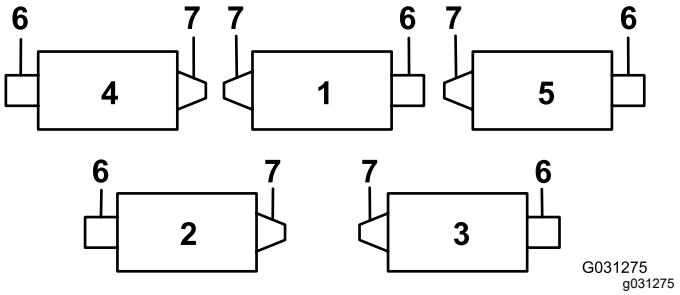
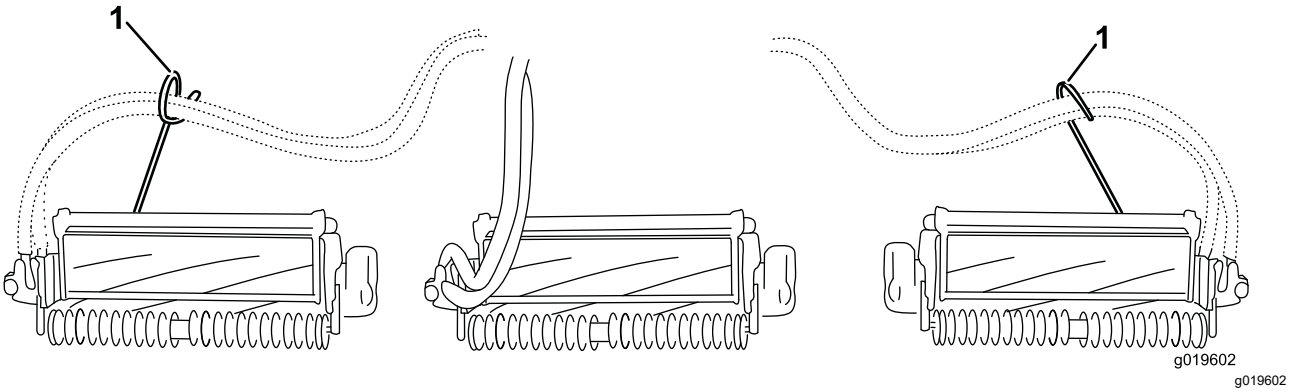
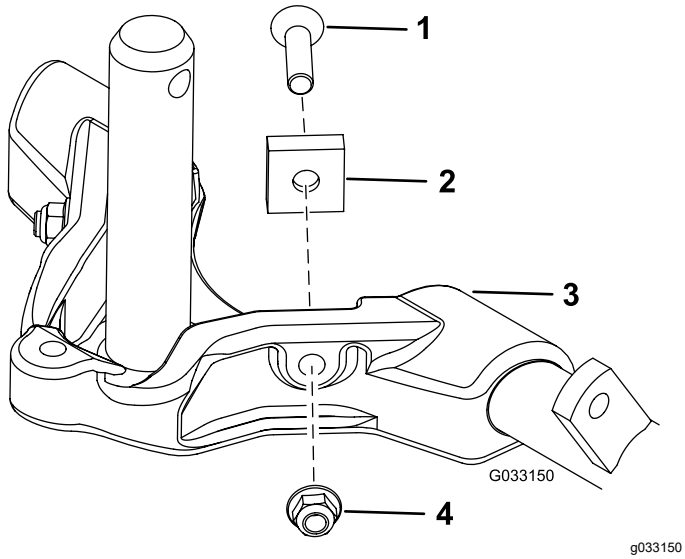

图 12
图 14
图 15
重要事项 **在 4 号滚刀组左前和 5 号滚刀组右前 上用杆支架安装螺母将软管导向架安装到滚刀组凸耳的前面。软管导向架应偏向于中心滚刀组图 12至 图 14。**
7. 拆去后2 号和 3 号滚刀组承载架上的 2 个枢轴垫片、六角螺丝和凸缘锁紧螺母图 15增强后滚刀组的转向力度请参阅 图 12。